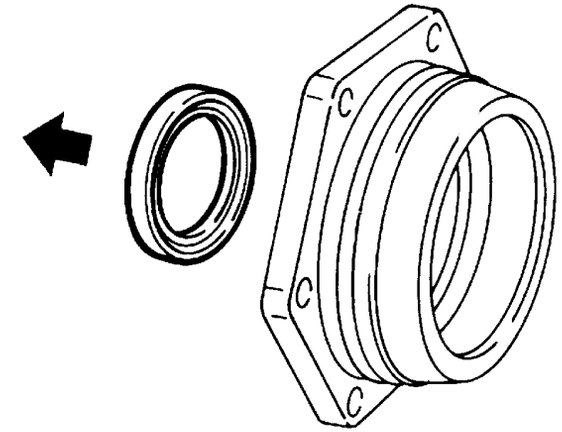

Fig.5
- Remove the seal (**Fig.5**); repeat the operation on the other hub.